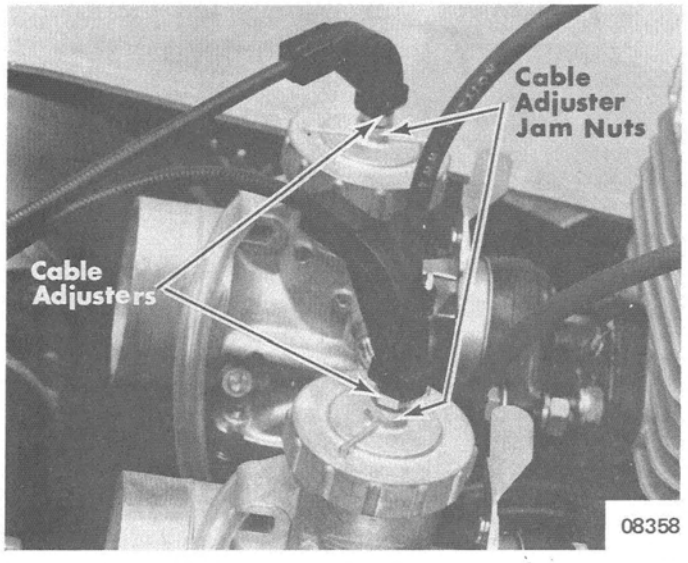

Figure 3. Cable Adjusters
a. Loosen cable adjuster jam nut (Figure 3) on each carburetor.
b. Turn cable adjuster(s) (Figure 3) until both throttle valves are synchronized (move at same time) and "slack" is removed from cables.